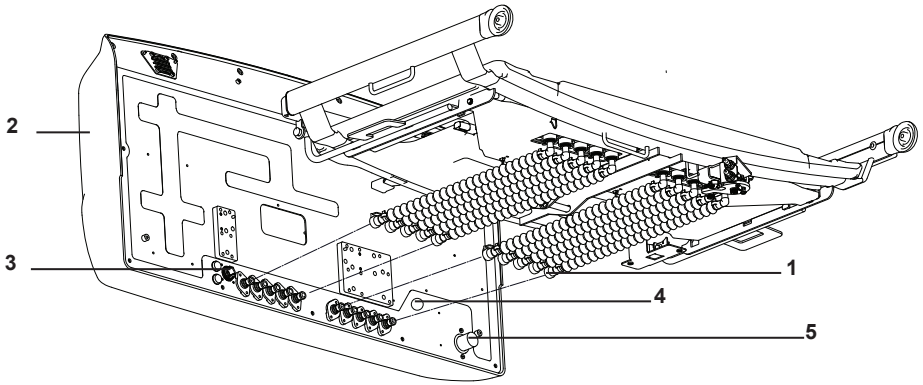

Figura 4: Conexión de mangueras neumáticas a la unidad de control del colchón
14. Conecte las mangueras neumáticas (figura 4, elemento 1) a la unidad de control del colchón de aire (2); asegúrese de que las juntas tóricas queden situadas en los puertos de conexión. Las mangueras neumáticas se conectan justo enfrente del conjunto de la válvula de descarga, a través del travesaño de la extensión de los pies, hasta la unidad de control del colchón de aire, de izquierda a derecha o de derecha a izquierda. Cuando los conectores de aire estén totalmente conectados, se escuchará un chasquido característico.
15. Conecte el cable de alimentación CA (figura 4, elemento 3), el cable de RCP (4) y el cable de comunicación (5).